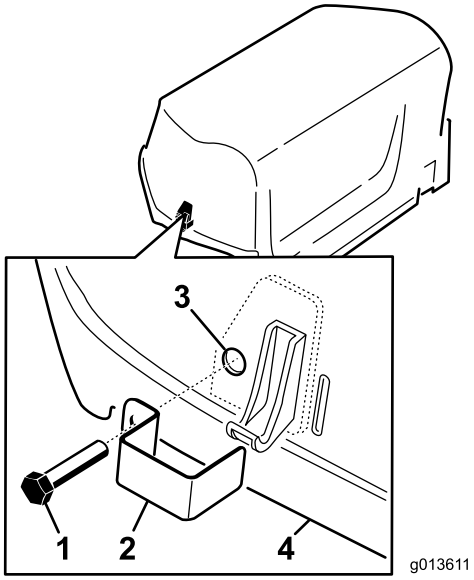

Figur 7
1. Montera ett spärrlås över de vänstra och högra huvspärrarna med hjälp av en skallskruv (totalt två) (Figur 7).
2. Skruva på en invändig låsbricka på varje skruv (1–2 gängor) med hjälp av en tång eller skiftnyckel så att skruven säkras (Figur 7).